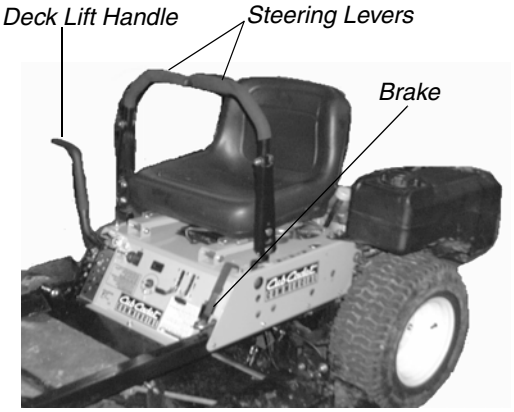

Figure. 3
3. **Left and Right Steering Levers:** (See Figure 3.) These levers control all of the movements of the mower. Pushing both levers forward causes the mower to move forward. Pulling both levers back causes the mower to move backward. Pushing one lever ahead of the other lever causes the traction wheel on the side where the lever is ahead to rotate faster than the other traction wheel, making the mower turn toward the side where the lever is behind. When one lever is pushed forward and the other lever pulled back the same amount, one traction wheel will turn in reverse and the mower will turn within its own length.
5. **Parking Brake:** (See Figure 3.) Located on the left side of the traction unit. The handle is an overcenter lever which applies the drum-type brake on each drive wheel when the handle is pulled to the rear. The brake must be engaged in order to start the engine.
6. **Deck Lift Handle:** (See Figure 3.) Located on the right front corner of the mowing deck. Raise the mowing deck to the transport position, by pulling the lever to the rear and moving it inward into the stop for transport. To lower the mowing deck, pull the deck lift handle and move it outward. This lower’s the deck to the cutting position.